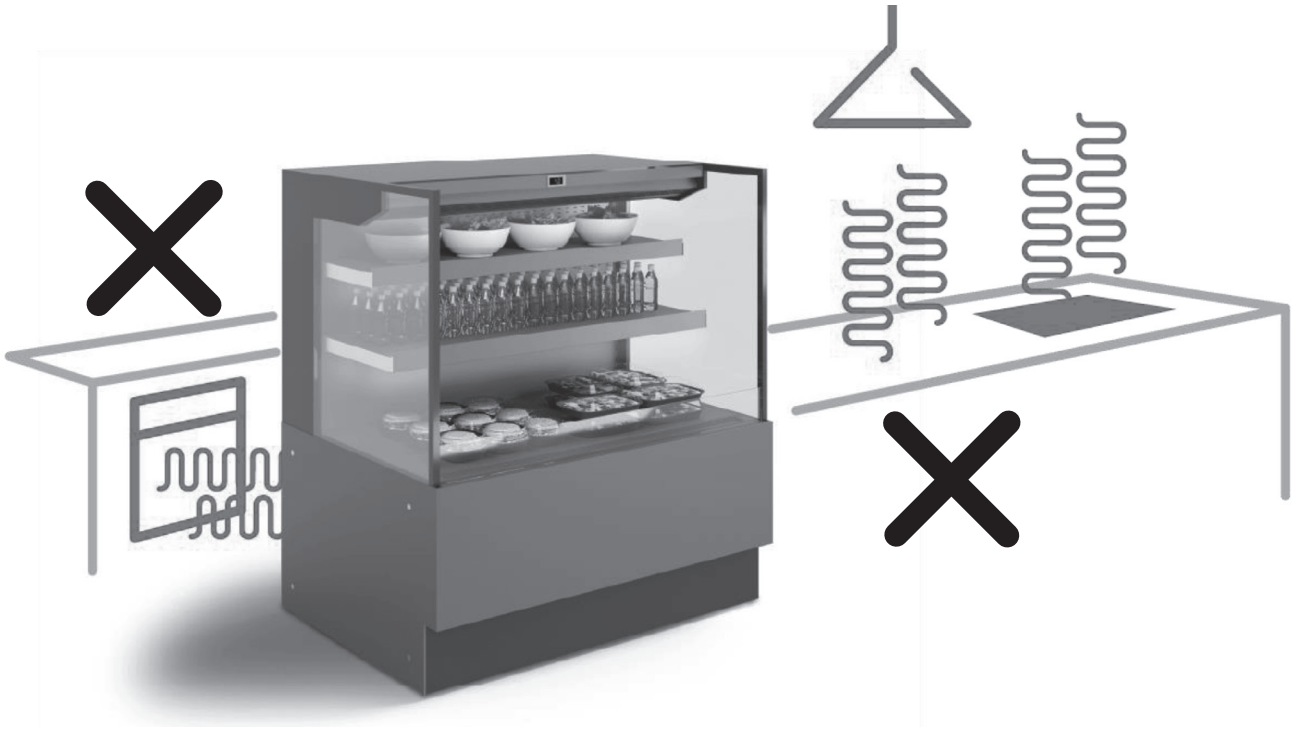

fig. 11
- Ensure that the equipment is installed away from heat sources (radiators, stoves etc.), and away from the influence of continuous air movement (caused by e.g. fans, air conditioning vents etc.) (fig.11).